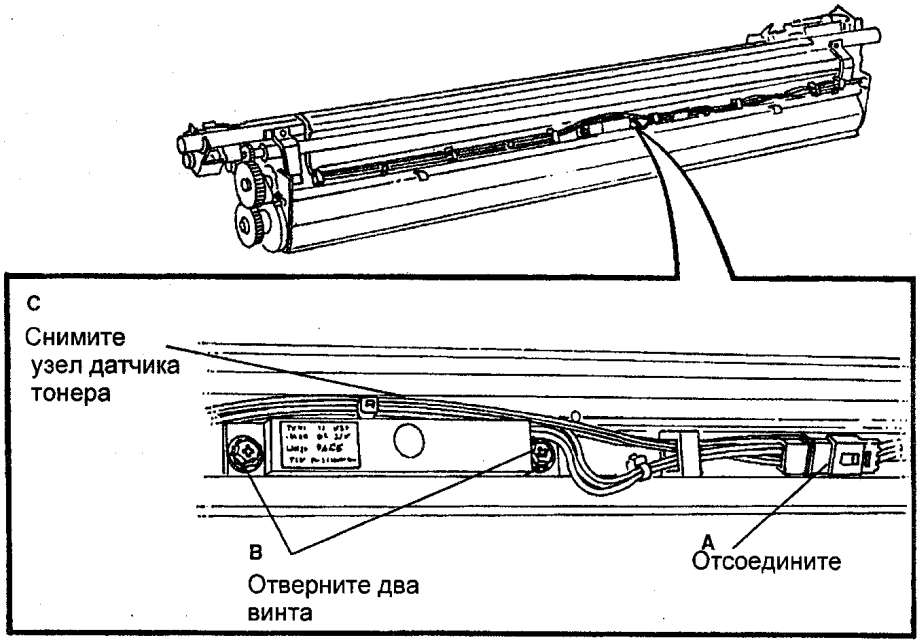

Рис. 1 Снятие узла датчика тонера
5. (РИС. 1): СНИМИТЕ УЗЕЛ ДАТЧИКА ТОНЕРА.